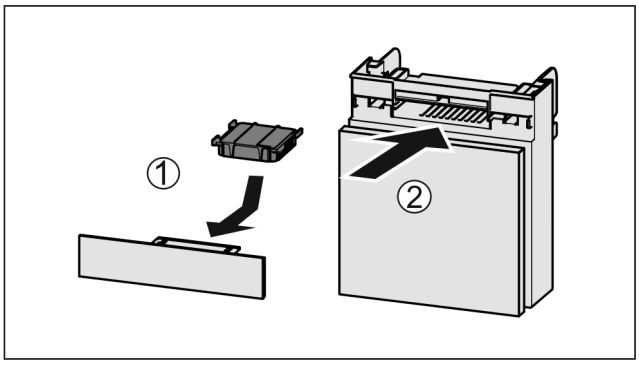

Fig. 208
▶ Insérer le filtre à charbon actif d'après le schéma *Fig. 208 (1)*.
▶ Insérer le compartiment *Fig. 208 (2)*.